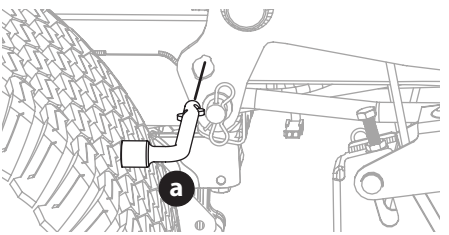

Fig. 43
5. En los tractores equipados con la perilla o el pasador de elevación de la plataforma, use el pedal de elevación de la plataforma y la perilla o el pasador de elevación de la plataforma para ubicar la plataforma en la posición más baja, y use la herramienta para usos múltiples (a) (si se incluye) para bloquear los componentes de la elevación de la plataforma en su lugar como se muestra en la Fig. 43. En tractores con una manija de elevación de la plataforma, baje la plataforma a la posición más baja.